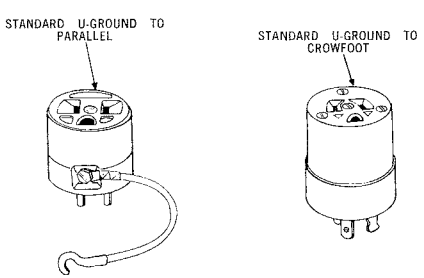
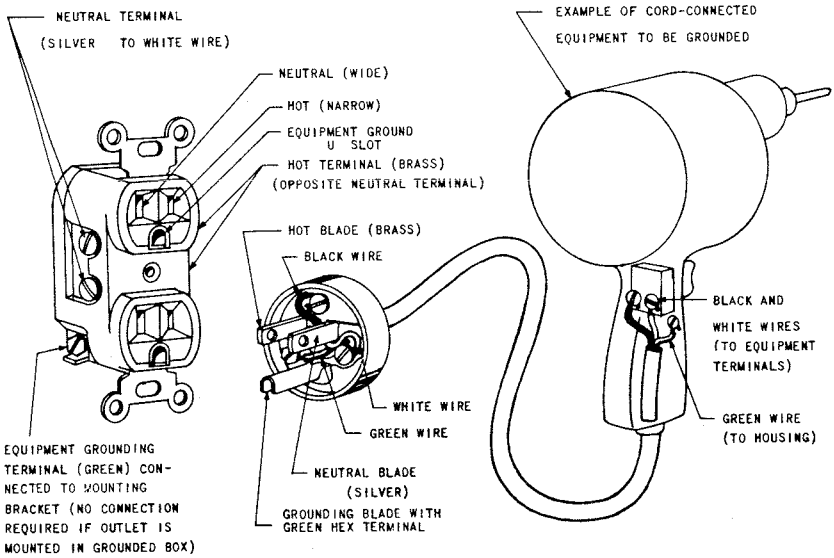

Fig. 5 — Adapters
Fig. 6 — Typical Bell Canada Arrangement
4.02 Except for the tools mentioned in Para. 4.01, the U-Ground plug is currently furnished as standard equipment with all Bell Canada tools. If commercial power receptacles of the 2-Conductor parallel or crowfoot types are encountered on the customer's premises, one of the appropriate adapters shall be used. (See Fig. 5)
5.01 The most satisfactory method of providing an effective ground is through the connection of a U-Ground plug to a comparable U-Ground receptacle (See Fig. 6). If outlet has a crowfoot or 2-Conductor parallel receptacle, use appropriate adapter. (See Fig. 5).